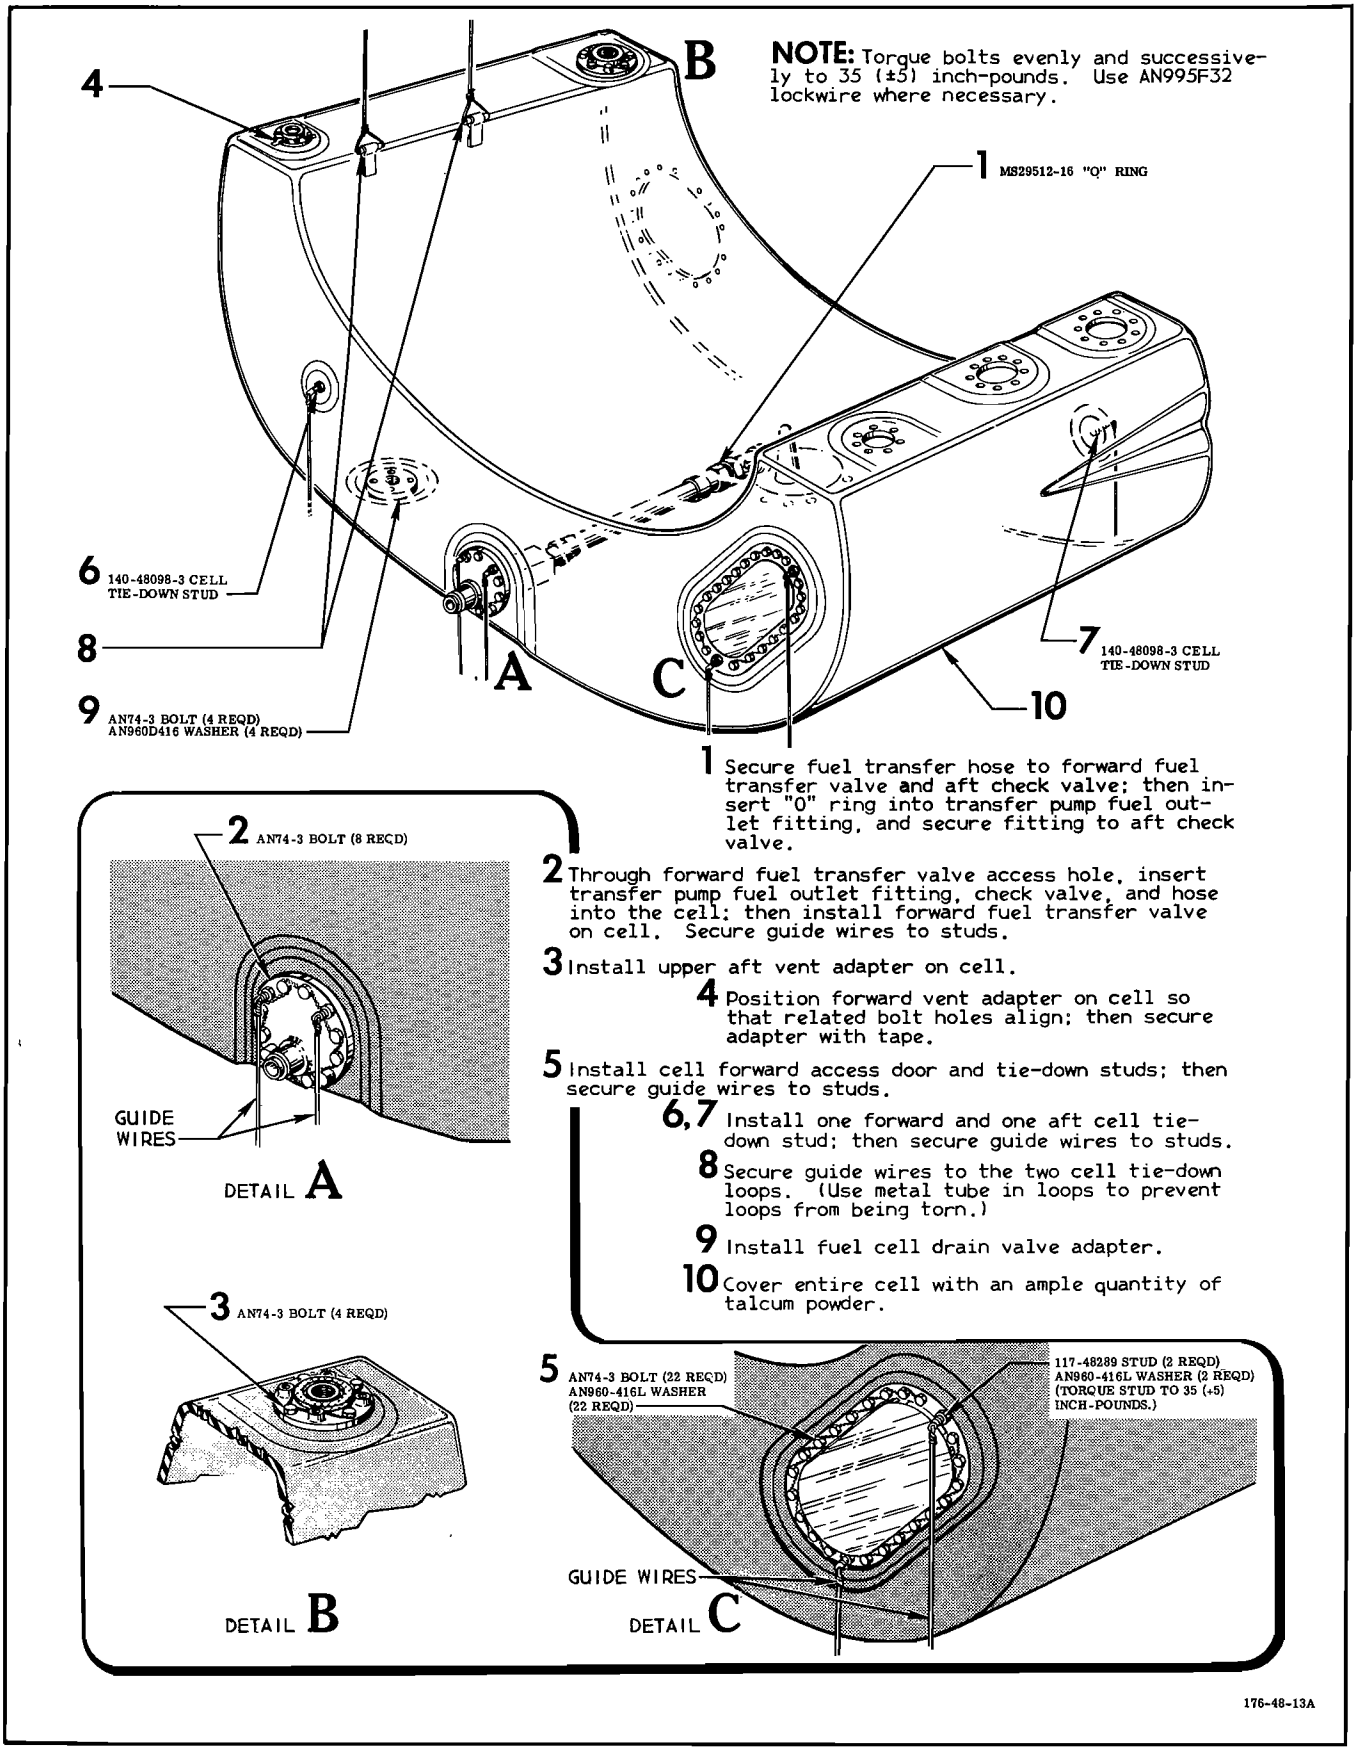

Figure 5-32. Build-up of Fuselage Aft Fuel Cell
r. Remove adapting parts (figures 5-32 and 5-33) for installation on replacement cell.
5-210. BUILD-UP OF FUSELAGE AFT FUEL CELL. See figure 5-32.